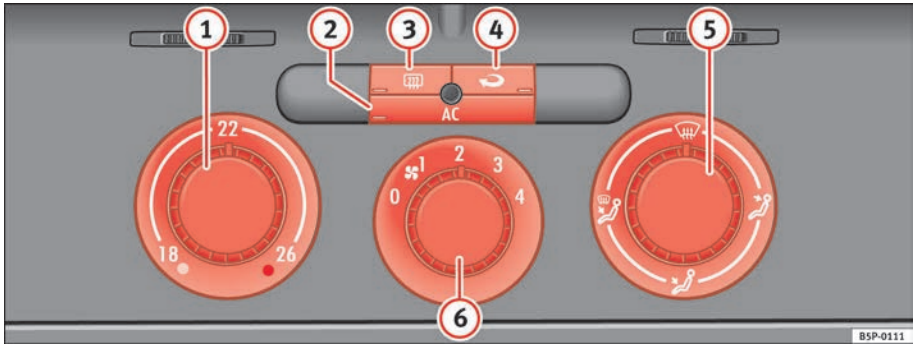

Fig. 127 On the dash panel: Climatic controls
– Using the controls ⇒ fig. 127 (1) and (5) and the control (6) the temperature, air distribution and the fan speed can be set.
– To switch a function on or off, press the appropriate button (2), (3) or (4). When the function is activated, the display window in the lower corner of the button is lit.
(1) Temperature selector ⇒ page 153
(2) Button AC – Heating, ventilation and air-conditioning system on/off ⇒ page 153
(3) Button – Rear window heating. The heating will be switched off automatically approximately *20 minutes* after switching on. It can also be switched off beforehand by pushing the button.
(4) Button – Air recirculation mode ⇒ page 154
(5) Air distribution control ⇒ page 153
(6) Blower switch. There are four speed settings for the air flow. The air flow should always be set at the lowest speed when driving slowly.
– Switch on the air conditioning using the button ⇒ page 152, fig. 127 AC.